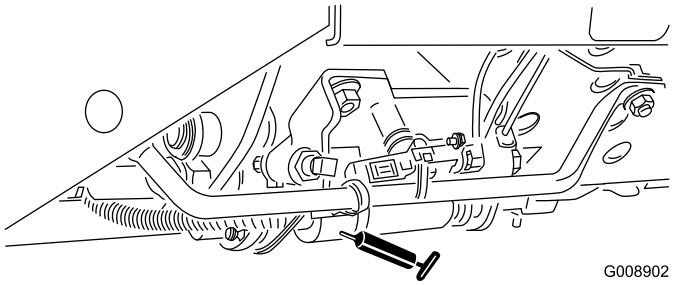

**Figur 55**
- Klippe-/transportpedal (Figur 55)